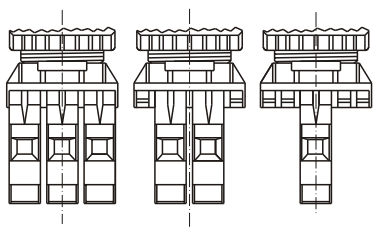

Rys.4.
Łączniki (5) mocowane są do korpusu pośredniego (4) zatrzaskowo. Do korpusu (4) można mocować jeden, dwa lub trzy łączniki rys.4.